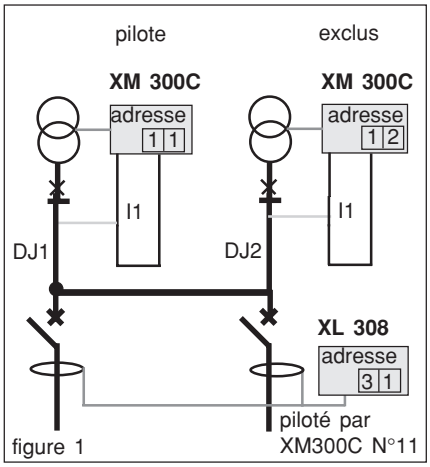

figure 1
■ CPI exclus : un CPI est exclus quand il est déconnecté du réseau à surveiller. Il est exclus lorsqu'un autre CPI surveille déjà ce même réseau. L'état d'exclusion d'un CPI est donné dans la table à l'adresse $0010. (figure 1).